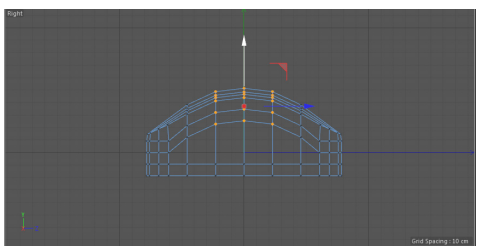

Figure 3-43 *Moving the selected points of Computer mouse*
32. Invoke the **Move** tool from the Command Palette and move the selected points upward in the Right viewport, as shown in Figure 3-43.